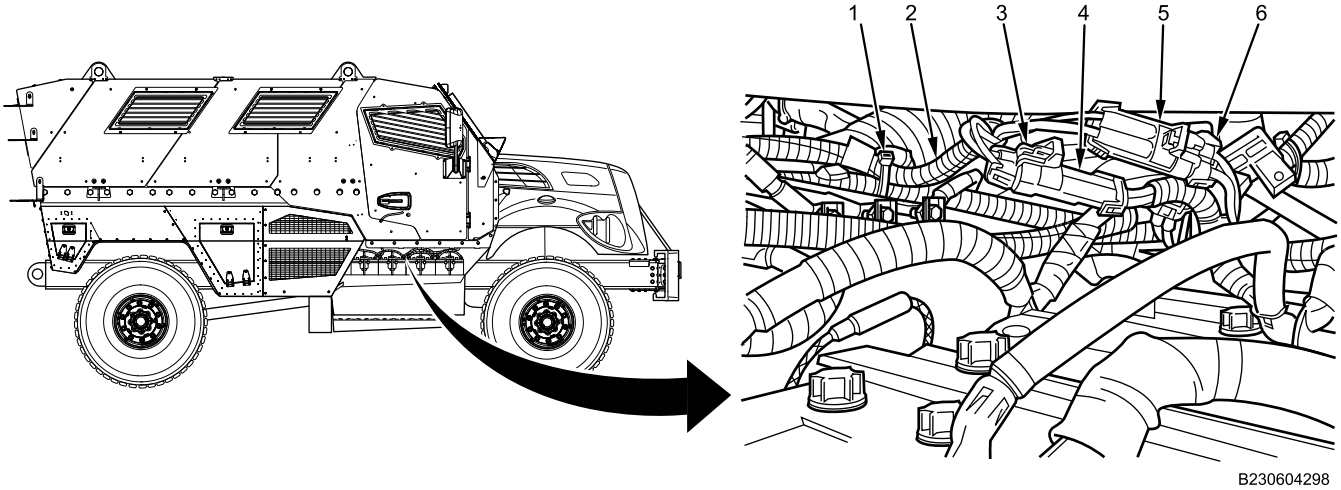

Figure 6. Clean Power and Ground Harness Connections at Battery.
7. Connect clean positive harness in-line connector (Figure 6, Item 5) to battery cable connector (Figure 6, Item 6).
8. Connect clean negative harness in-line connector (Figure 6, Item 3) to battery cable connector (Figure 6, Item 4).
9. Install new cable lock straps (Figure 6, Item 1) on harness (Figure 6, Item 2) as required.